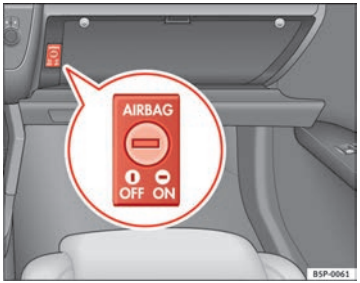

Fig. 26 In the glove compartment: switch for activating and deactivating the front passenger airbag
– Turn the ignition switch in the key operated switch in the glove compartment to the position **OFF** ⇒ Fig. 26.
– Turn the ignition key in the key-operated switch in the glove compartment to the position **ON** ⇒ Fig. 26.